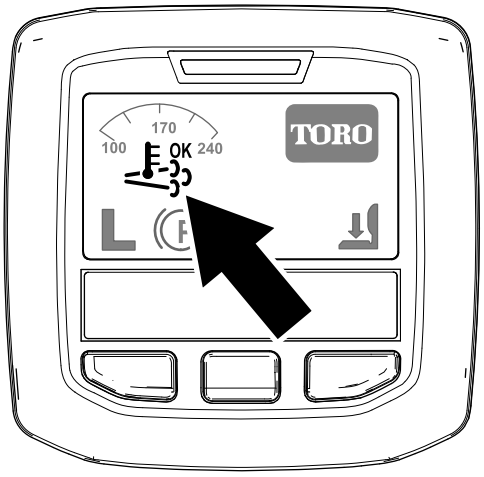

**Figur 22**
- Ikonet for assister/nulstil-regenerering vises i infocenteret (Figur 22).